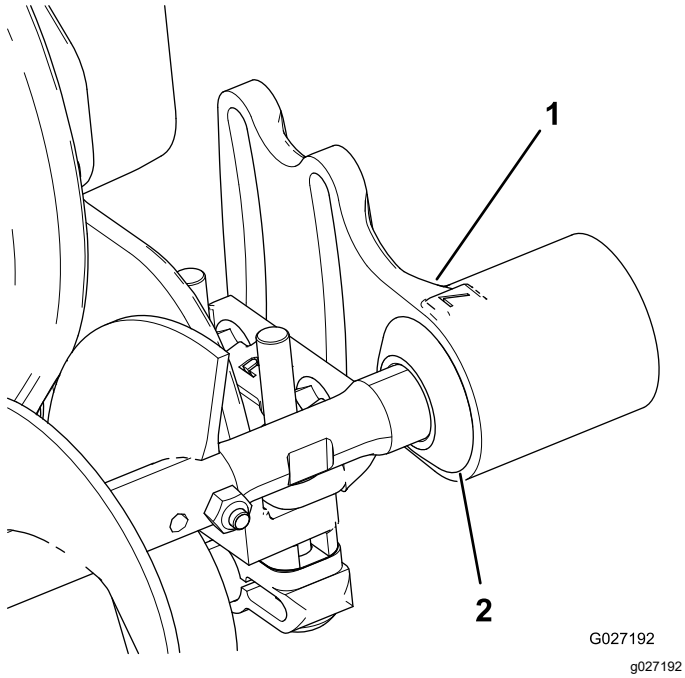

Figur 10
1. Skjut alla uteстängningstätningar utåt tills läpptätningarna har lätt kontakt med alla lagerhus (Figur 10).